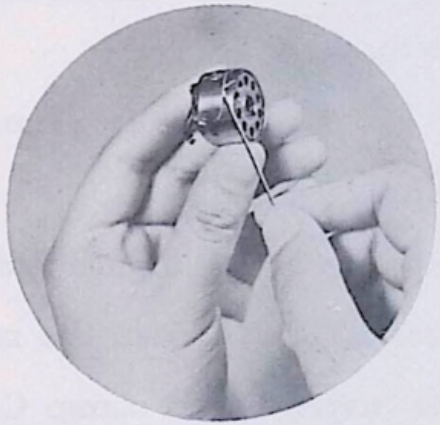
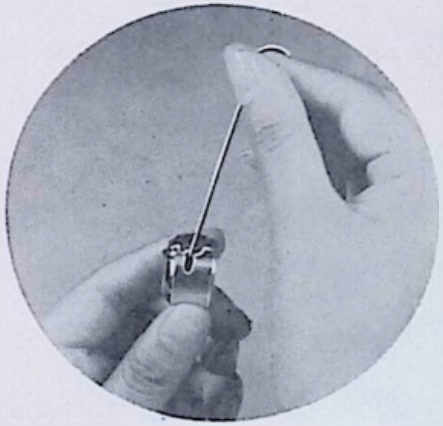

Fig. 6
Fig. 7
Step 2. Insert bobbin into bobbin case, pull the thread into the slot of the bobbin case as shown in Fig. 6, and draw it under the tension spring and into the forkshaped opening of the spring as shown in Fig. 7.